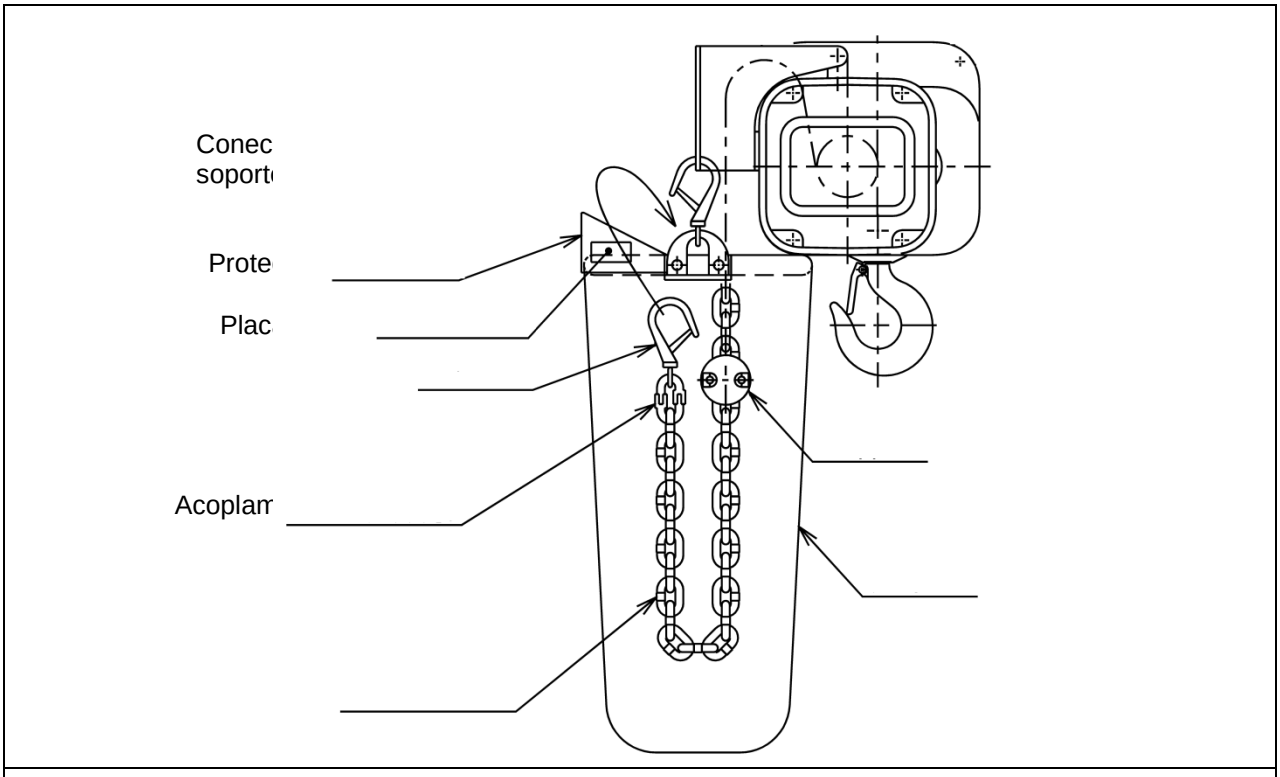
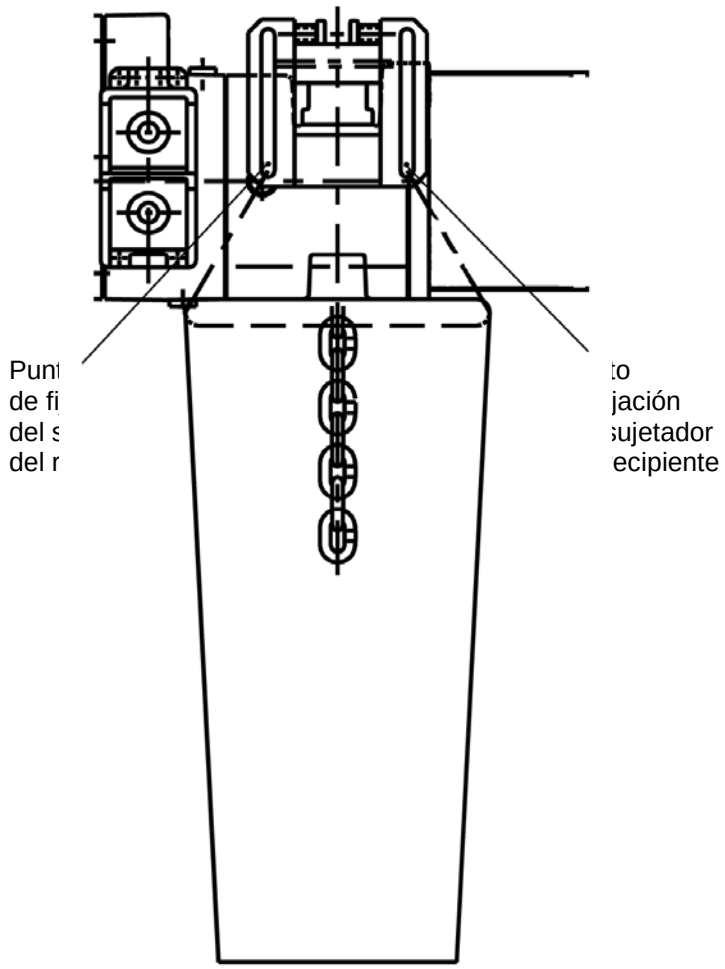

Figura 3-1 Disposición de los componentes de la cadena
Figura 3-2 Fijación del recipiente de cadena al cuerpo del polipasto
3.2.1 Los componentes de la cadena incluyen un conjunto de tope de bola, un acoplamiento de cadena, un sujetador de cadena y un conjunto de recipiente de cadena. Nunca utilice el polipasto si hay componentes de la cadena faltantes, incorrectos o dañados. Verifique que todos los componentes de la cadena estén en la ubicación apropiada y correctamente instalados, tal como se muestra en la Figura 3-1.
3.2.4 Recipiente de cadena de lona: despliegue completamente la lona e instálela en el cuerpo del polipasto, como se muestra en la Figura 3-2. Asegúrese de instalar el recipiente de cadena de forma que el protector del gancho quede alejado del cuerpo del polipasto, como se muestra en la Figura 3.1. El extremo sin carga de la cadena se fija al soporte del recipiente de cadena con el sujetador de cadena, como se muestra en la Figura 3.1. Para colocar la cadena en el recipiente de cadena, coloque el extremo sin carga de la cadena en el recipiente de forma gradual. Evite torcer o enredar la cadena. NUNCA coloque toda la cadena en el recipiente de una sola vez.